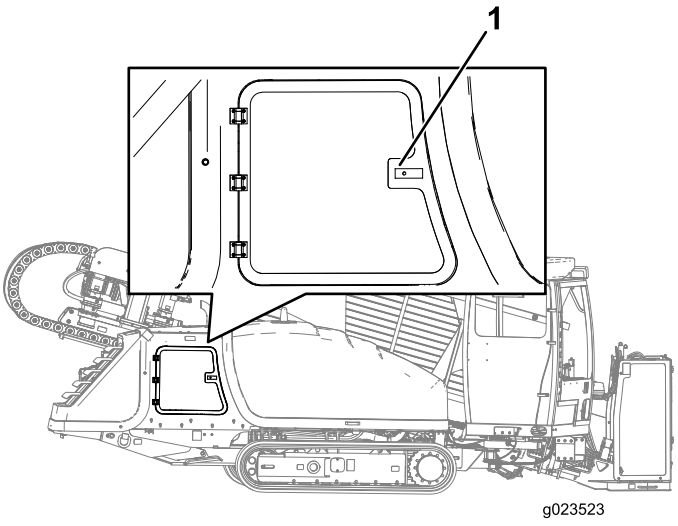

Figure 101
2. Poussez sur le côté gauche de la poignée du panneau et ouvrez le panneau quand la poignée est relâchée (Figure 101).